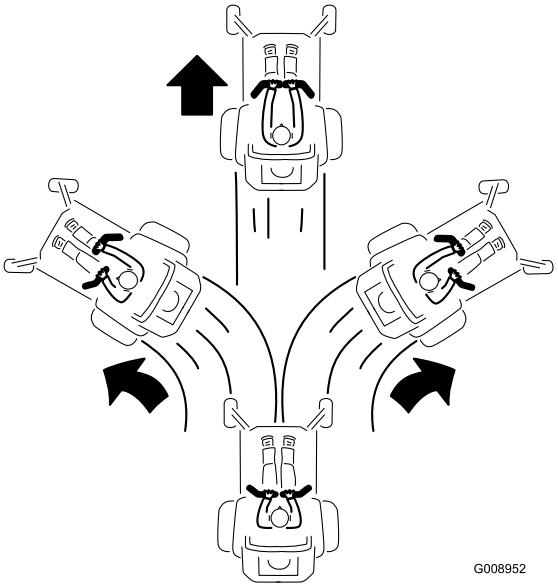

Figur 16
2. Kør fremad ved langsomt at skubbe bevægelseshåndtagene fremad (Figur 16).
Kør lige ud ved at påføre begge bevægelseshåndtag samme tryk (Figur 16).
Drej ved at udløse trykket på bevægelseshåndtaget i den retning, du ønsker at dreje (Figur 16).